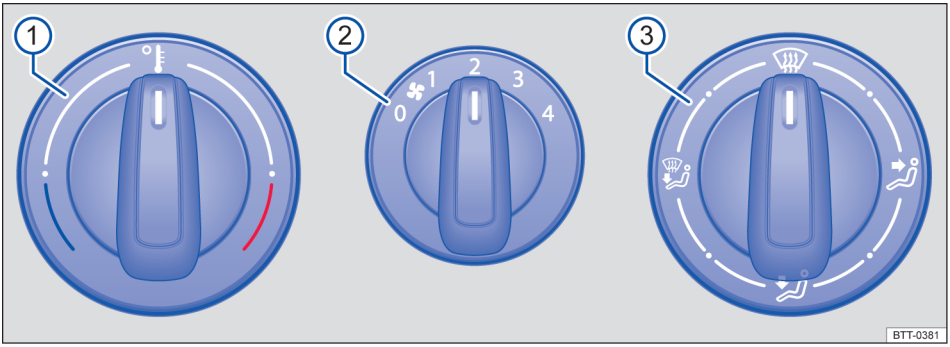
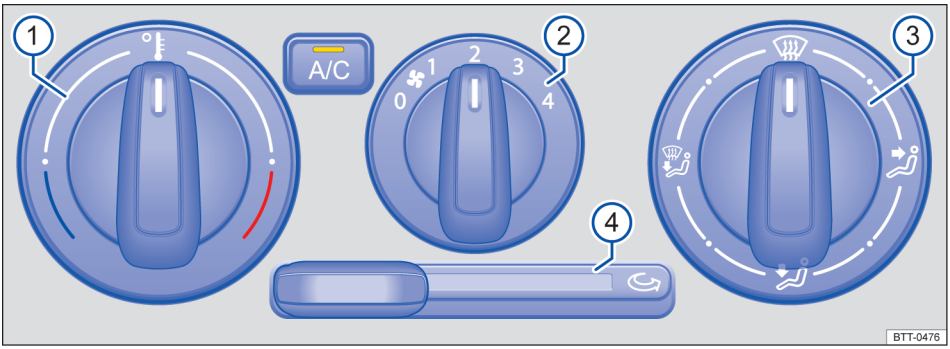

Fig. 74 No console central: comandos do sistema de ventilação e aquecimento.
Fig. 75 No console central: comandos do ar-condicionado.
Botão, regulador	Informações complementares do sistema de ventilação e aquecimento → Fig. 74 e ar-condicionado → Fig. 75.
– Em veículos com sistema de aquecimento, colocar o regulador da temperatura → Fig. 74 ① totalmente para a direita, para a posição máxima de aquecimento.
– Colocar o regulador de distribuição de ar ③ na posição .
– Colocar o ventilador ② no nível 3 ou 4.
- Colocar o regulador da distribuição de ar → Fig. 75 (3) para a posição ⛆.
- Colocar o ventilador (2) no nível 3 ou 4.
- Colocar o regulador da temperatura (1) na posição desejada.
Ligar: empurrar o regulador corrediço → Fig. 75 ④ para a direita até o batente.
Desligar: empurrar o regulador corrediço → Fig. 75 ④ para a esquerda até o batente.